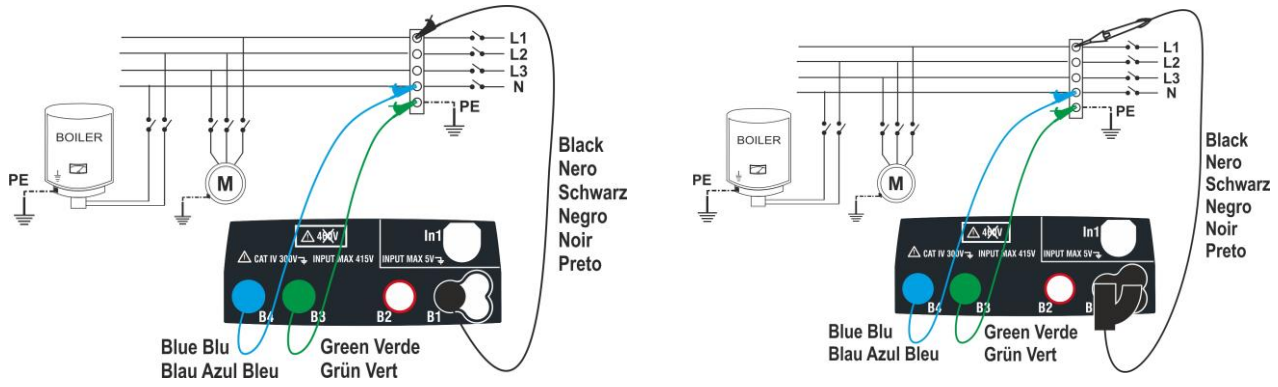
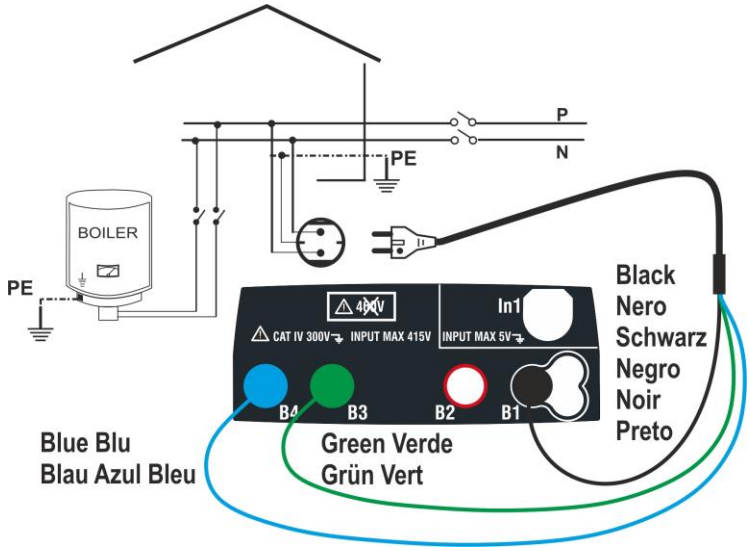

Fig. 10: Verifica dell'isolamento L-PE e N-PE tramite cavi singoli e puntale remoto
Fig. 11: Verifica dell'isolamento L-PE e N-PE tramite spina shuko
5. Connettere i coccodrilli e/o i puntali e/o il puntale remoto ai capi dei conduttori in esame in accordo alle Fig. 10 e Fig. 11.